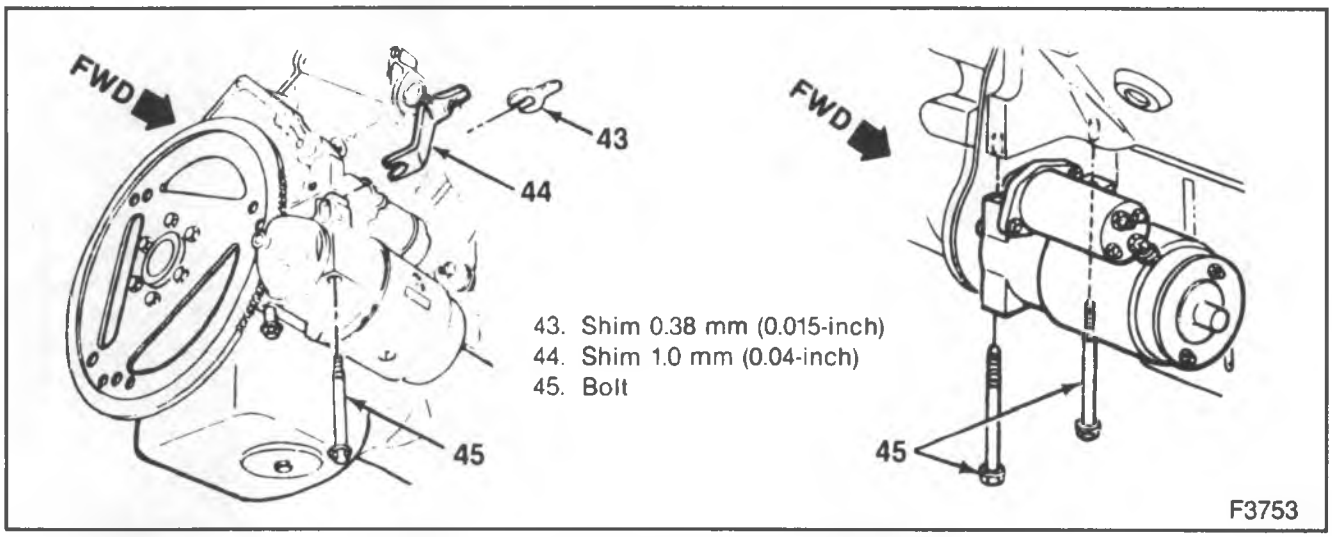

Figure 9—Shimming Gas Engine Starter Motors
- Gas engines (figure 9): Add 1.0 mm (0.04-inch) shims, one at a time, to both long bolts between starter mounting pads and engine, until noise problem is corrected. Do not use more than 2 shims, total.
- Gas engines (figure 9): Add 0.38 mm (0.015-inch) shims between the outboard starter mounting pad and engine mount until the noise stops. Do not add more than 4 shims, total.
1. Gas engine starter mounting bolts to 45 N•m (33 ft. lbs.) (figure 9).